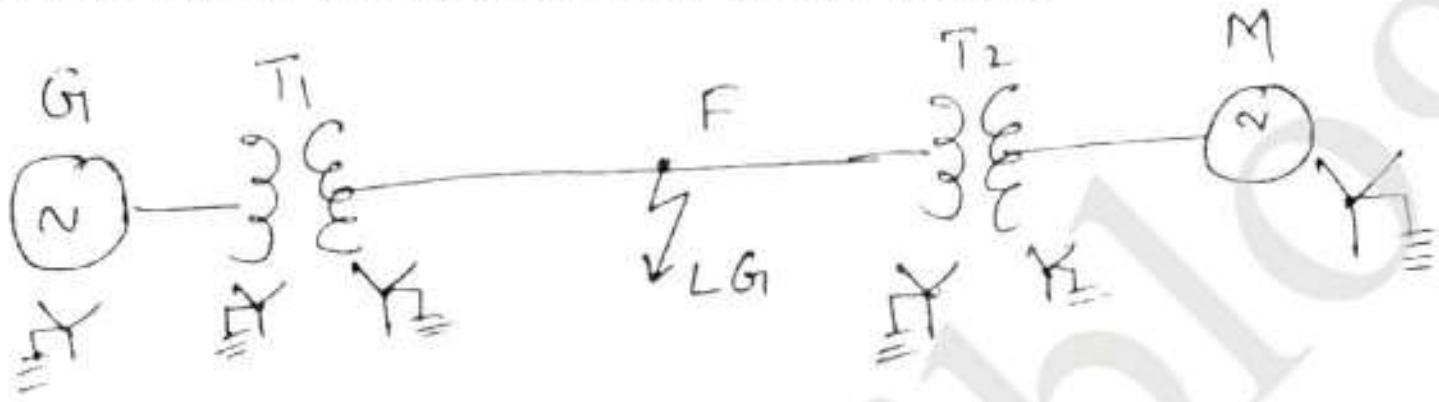

Fig. Q8 (b)
b. A syn motor is receiving 10 MW of power at 0.8 pf lag at 6 kV. A LG fault takes place at the middle point of the transmission line as shown in Fig. Q8 (b), find the fault current. The ratings of the generator motor and transformer are as under.